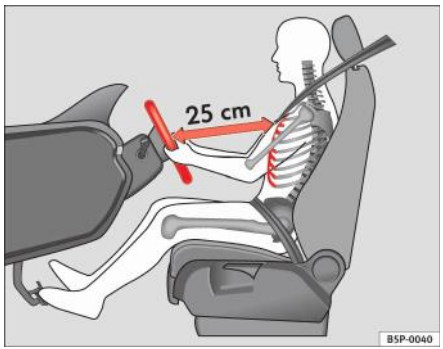

Fig. 1 Distanța corectă între şofer şi volan
– reglați volanul astfel încât să existe o distanță de minim 25 cm între volan şi centrul pieptului dumneavoastră ⇒ fig. 1.
- **Reglați scaunul şoferului astfel încât să existe o distanță de minim 25 cm între centrul pieptului şi centrul volanului ⇒ pagina 10, fig. 1. Dacă şedeți la o distanță mai mică de 25 cm, sistemul de airbaguri nu vă va putea proteja corespunzător.**